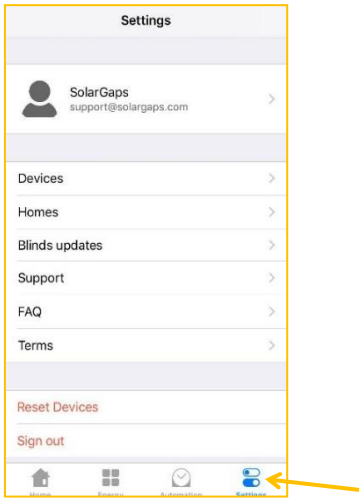

Figure 59
10.14.1. Click the application **Settings** menu *(Fig. 59)*.